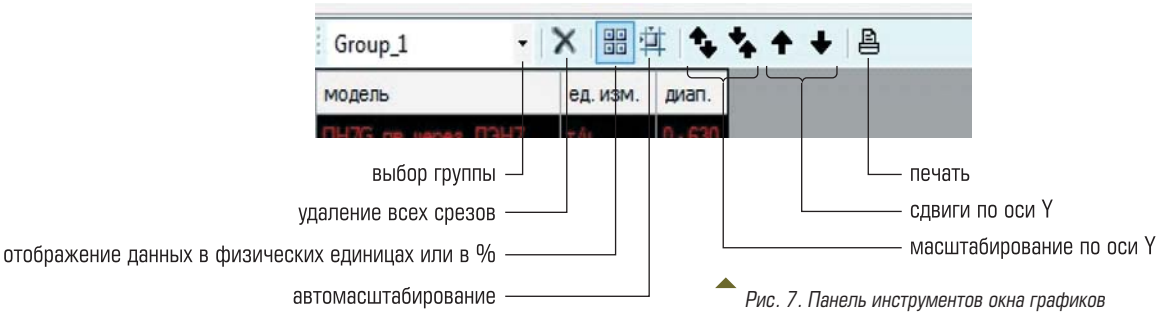

*Рис. 7. Панель инструментов окна графиков*
На рис. 7 представлена панель инструментов окна графиков.
1. Сдвиги и масштабирование по оси Y выполняются командами панели инструментов окна графиков (рис. 7, сдвиги по оси Y, масштабирование по оси Y).
2. Автоматическое масштабирование по оси Y на основе диапазона изменения отображаемых параметров выполняется командой панели инструментов окна графиков (рис. 7, автомасштабирование).
2. Панель инструментов окна графиков, входящего в главное окно (рис. 7). На печать выводится соответствующее окно графиков.